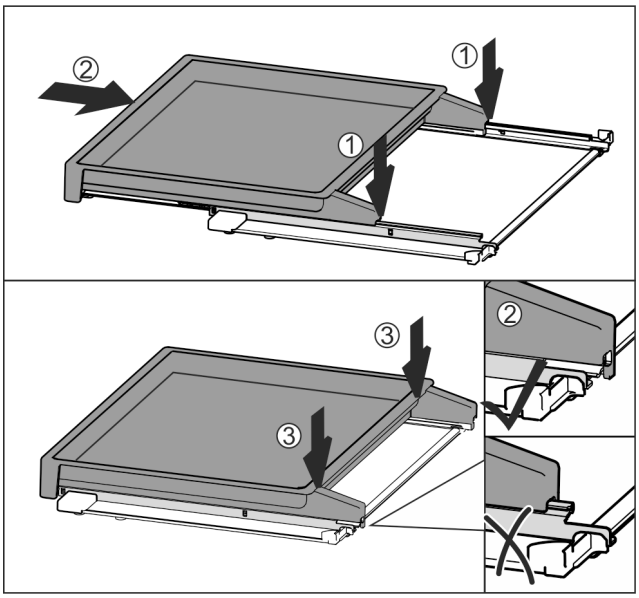

Fig. 155
▶ Položite jo na sredino tirnic *Fig. 155 (1)*.
▶ Izvlečno polico v celoti potisnite noter *Fig. 155 (2)*.
▶ Pritisnite na zadnji strani, da se slišno zaskoči *Fig. 155 (3)*.